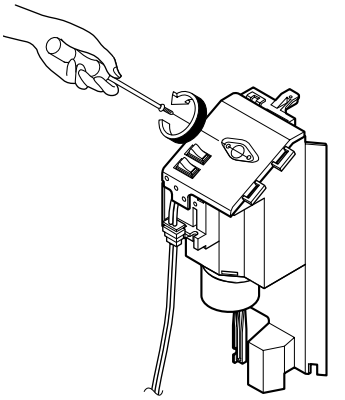

Figure 27
3. Remove 2 screws which fasten the thermostat. (See Figure 27)